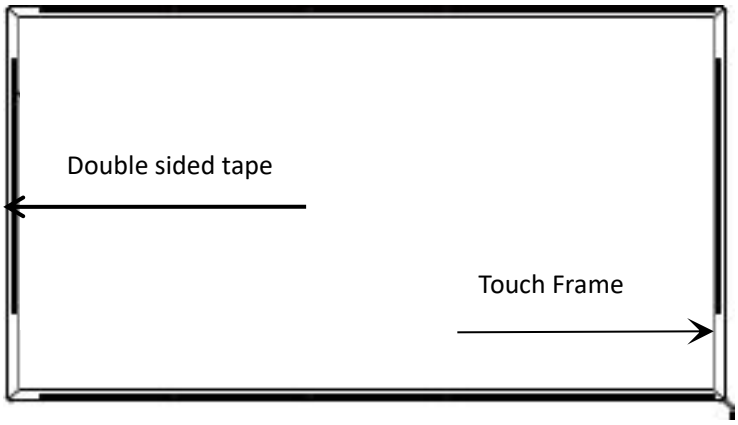

Figure 17 Applying double sided tape
(1) Inspect the display device to see if there are problems or damages.
(2) Ensure that the display device is clean; Tidy it with a screen wipe to remove dust, grease, hair, and other possible dirt.
(3) If there are compatible structures on the display device to allow the installation of a touch frame, attach and secure the touch frame to the structures.
(4) If compatible touch frame installation structures are unavailable, paste double sided tapes around the touch frame (see Figure 17).